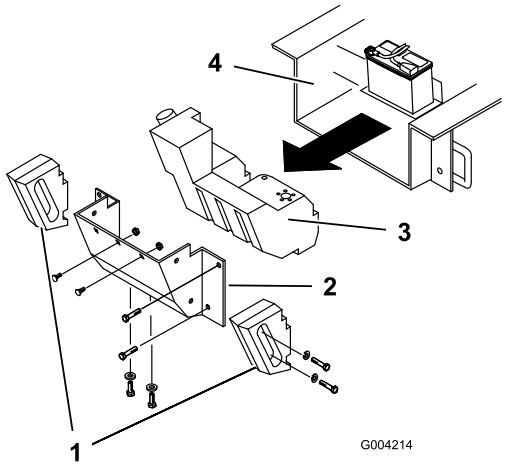

Figuur 56
Na verloop van tijd zal er vuil aankoeken op het chassis onder de motor. Dit moet worden verwijderd. Open de motorkap en inspecteer regelmatig het gebied onder de motor met behulp van een zaklamp. Als de laag vuil 2,5 tot 5 cm dik is, voltooi dan de volgende procedure (raadpleeg Figuur 56 tijdens deze procedure):
4. Verwijder de bouten, ringen en borgringen waarmee de twee zijgewichten zijn bevestigd en verwijder de gewichten (Figuur 56).
7. Verwijder de zes moeren waarmee het achterpaneel is bevestigd en verwijder het paneel (Figuur 56).
10. Schuif de brandstoftank naar achteren (Figuur 56).
16. Schuif de brandstoftank gedeeltelijk in het chassis (Figuur 56).
21. Plaats het achterpaneel terug en bevestig het met de zes bouten en moeren die u eerder hebt verwijderd (Figuur 56).
23. Monteer de zijgewichten met de bouten, ringen en borgringen die u eerder hebt verwijderd (Figuur 56).